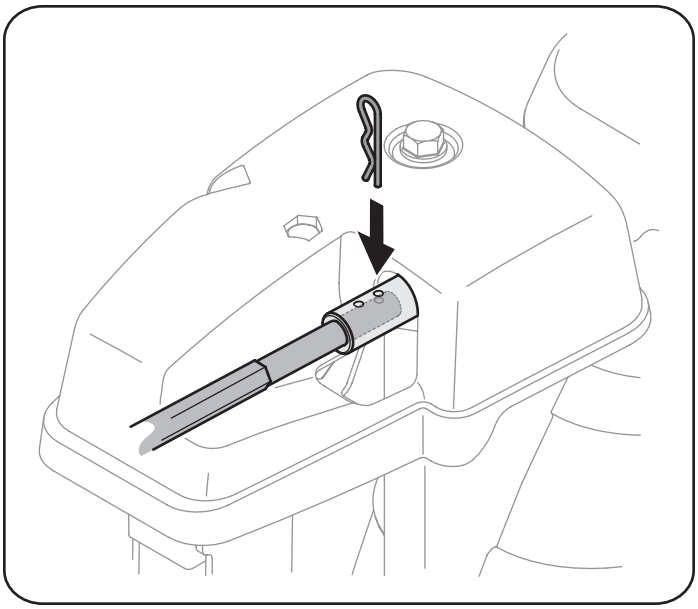

Figura 8
8. Empuje la varilla hacia el panel de control hasta que el orificio en la varilla hexagonal se alinee con el orificio en la entrada de control del canal lo más cerca posible del cabezal de control del canal e inserte el pasador de chaveta. Vea la figura 8.